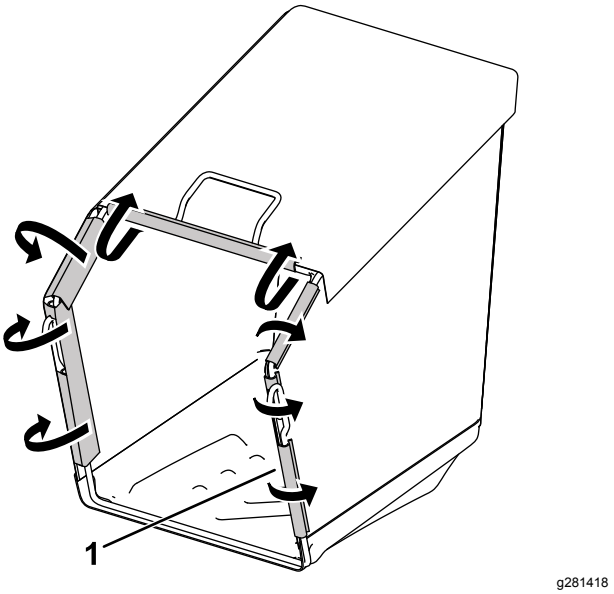

Figuur 7
3. Maak de plastic clips vast aan het frame van de grasvanger (Figuur 7).